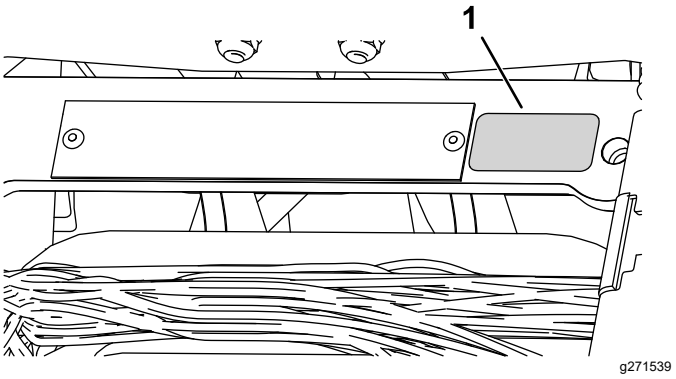

**Figur 11**
- Fastgør mærkaten med produktionsåret tæt på serienummerpladen (Figur 11).